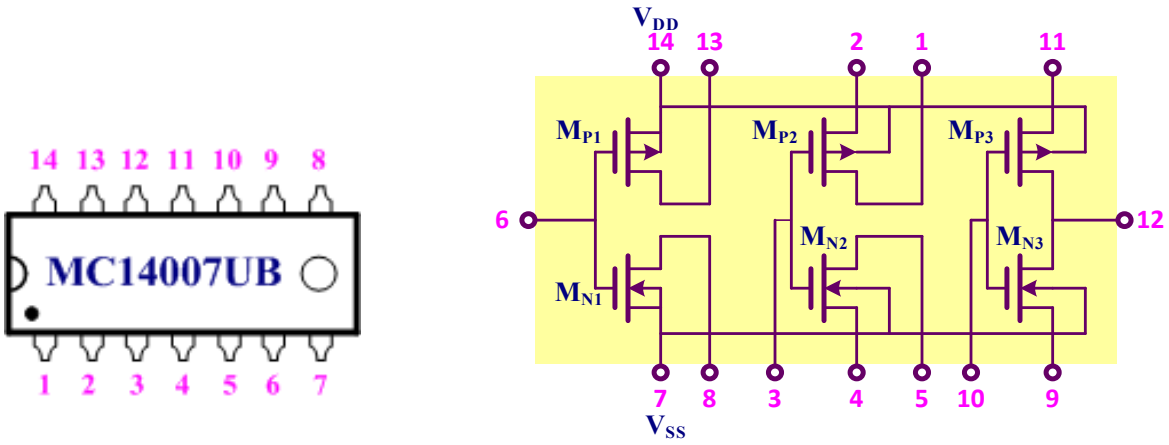

Figura VIII.1. *Encapsulado y esquemático del circuito integrado MC14007UB.*
El circuito integrado MC14007UB, cuyo esquema y encapsulado se muestran en la figura VIII.1, está constituido por tres transistores PMOS y tres NMOS que pueden ser interconectados para construir diferentes circuitos analógicos y digitales. El objetivo de esta práctica de laboratorio es analizar experimentalmente el funcionamiento de los transistores MOS en corriente continua (DC) y extraer la VTC de un amplificador CMOS.
El MC14007UB, cuyo esquemático se describe en la figura VIII.1, es circuito integrado con un encapsulado de 14 pines constituido por 6 transistores MOS idénticos discretos: 3 PMOS (M_{P1}, M_{P2}, M_{P3}) y 3 NMOS (M_{P1}, M_{P2}, M_{P3}). El acceso a los terminales de los transistores permite construir diferentes circuitos y amplificadores. Para el correcto funcionamiento de los transistores no hay que olvidar la conexión del pin 7 a tensión negativa (V_{SS}) o tierra, y del pin 14 (V_{DD}) a alimentación, que en esta práctica es de 10V.